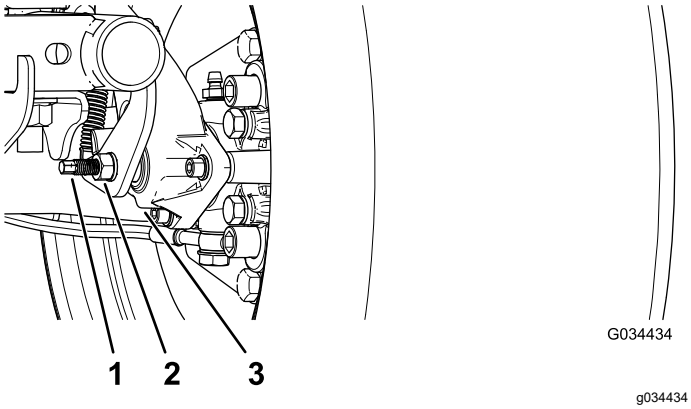

Figur 64
3. Använd två skiftnycklar. Håll justeringsstaven på bromsoket på plats med den ena skiftnyckeln och lossa kontramuttern ett kvarts varv med den andra (Figur 64).
4. Håll justeringsstaven och kontramuttern på plats. Vrid justeringsstaven inåt för att dra åt (Figur 64).
5. När justeringsstaven och kontramuttern sitter på plats lossar du ett kvarts varv (Figur 64).
6. När justeringsstaven och kontramuttern sitter på plats drar du åt kontramuttern (Figur 64).